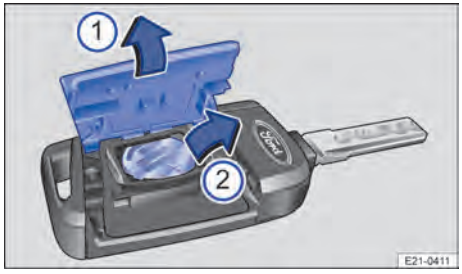
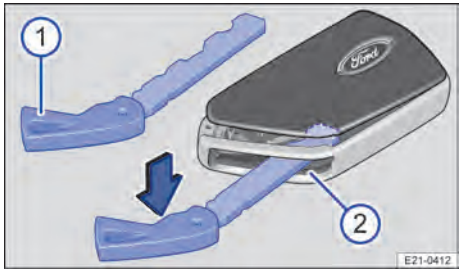

Fig. 56 Llave del vehículo: cambiar la pila de botón.
Fig. 57 Llave del vehículo: abrir la tapa.
En función del equipamiento, la pila de botón de la llave del vehículo se cambia de dos maneras diferentes → Fig. 56 y → Fig. 57.
2. Abra la tapa hacia arriba → Fig. 56 ①.
3. Retire la pila de su compartimento ②.
2. Introduzca la llave de emergencia en la ranura → Fig. 57 ②, presiónela en el sentido de la flecha y desprenda la tapa haciendo palanca.